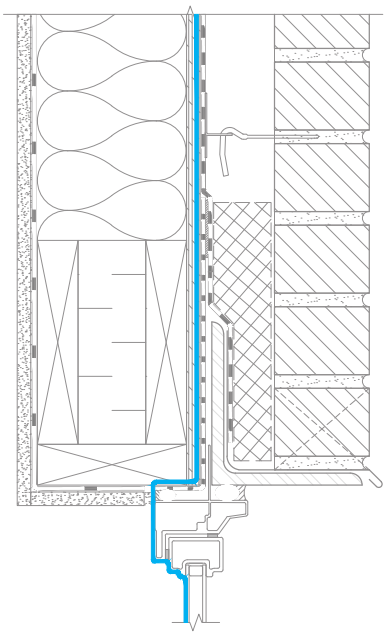

Fig. 8-3 Typical window head detail and wood stud–framed backup wall. The plane of airtightness (i.e., the air control layer) is denoted in blue.
- ✓ Ensure that a continuous line representing the plane of airtightness can be drawn across all wall assemblies, details, and transitions between assemblies. This includes in both plan and section perspectives. Details included within this guide demonstrate this practice; an example is shown in Fig. 8-3.